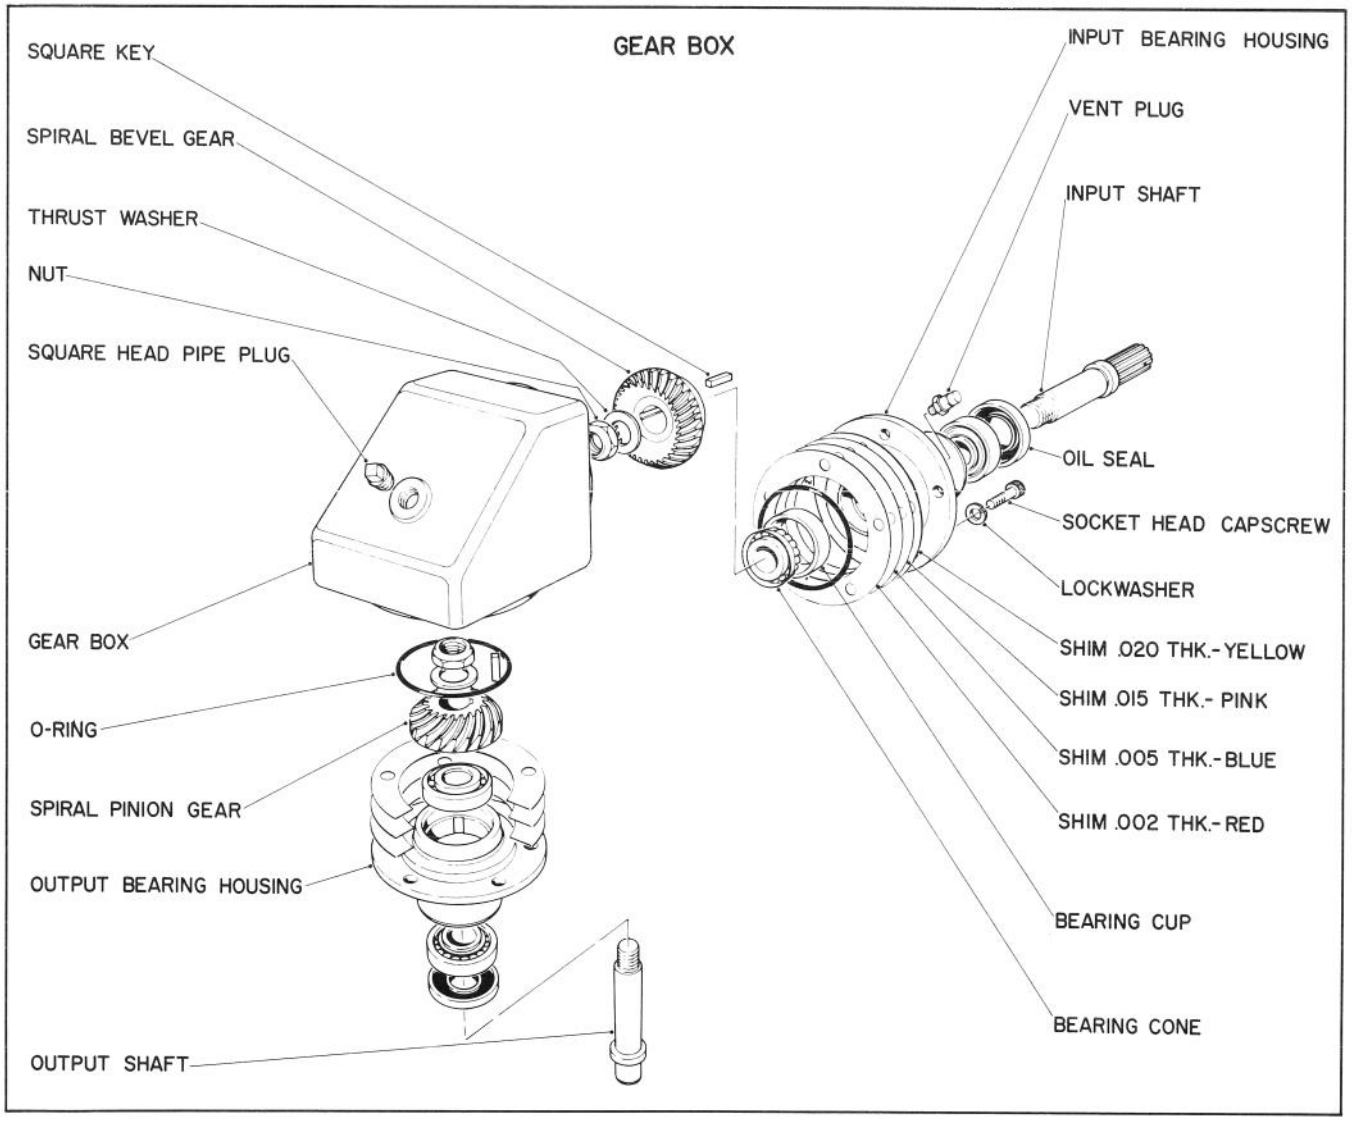
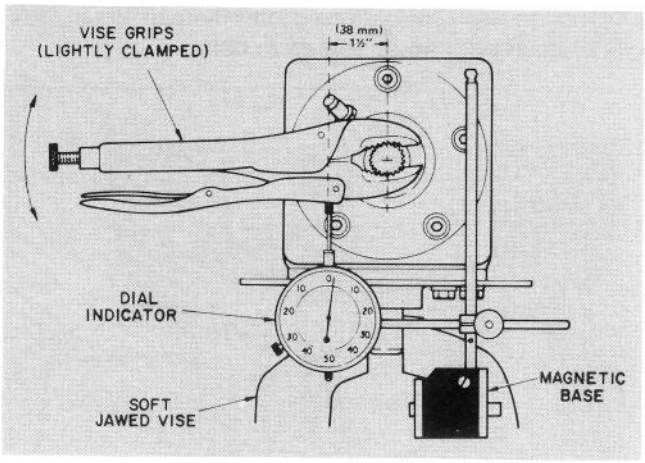

Figure 50
Figure 51
2. Remove pipe plug from gear box and drain oil out of gear box (Fig. 50).
1. Remove five (5) capscrews securing input housing assembly; tap input housing with soft-faced hammer and pull on input shaft to remove from gear box (Fig. 50).
2. Remove five (5) capscrews securing output bearing housing to gear box, tap housing with soft-faced hammer and pull on output shaft to remove assembly from gear box (Fig. 50).
4. Use a bearing separator to remove gear from shaft. Remove square key (Fig. 50).
5. Support mount flange of input housing in arbor press and press shaft, threaded end up, out of housing (Fig. 50).
7. Use procedures 3 through 6 to disassemble the output shaft assembly (Fig. 50).
8. Discard and replace the shaft, nut, shaft seal and housing O-ring for both assemblies (Fig. 50). Discard and replace all worn and damaged parts.
1. Press bearing cups into bearing housing with small I.D. of cups toward inside of housing (Fig. 50).
3. Press on the remaining bearing cone. Install square key and press on gear. Use Loc-tite 242 or 601 on shaft and gear. Install thrust washer and nut (Fig. 50).
5. Apply No. 2 Permatex to outer surface of seal, apply oil to seal lips and press new seal into housing with seal lips facing inward (Fig. 50).
1. Install shims on housing (Fig. 50).
2. Oil O-rings, install on housing and insert both shaft assemblies into gear box (Fig. 50).
4. Clamp the output shaft of gear box in a soft-jawed vise, lightly clamp a pair of vise-grip pliers to the input shaft, mount a dial indicator with magnetic base to the vise, move vise grips up and down and check input gear backlash (Fig. 50). Backlash should be .005 -.010 inch (0.13-0.25 mm) with indicator positioned one and one-half inch (38 mm) from center of shaft (Fig. 51). If backlash is incorrect, remove input housing assembly and add or subtract shims as necessary. Repeat procedures until correct backlash is obtained. Shims are available in .002, .005, .015 and .020 inch (0.051, 0.13, 0.38 and 0.51 mm) sizes (Fig. 50).